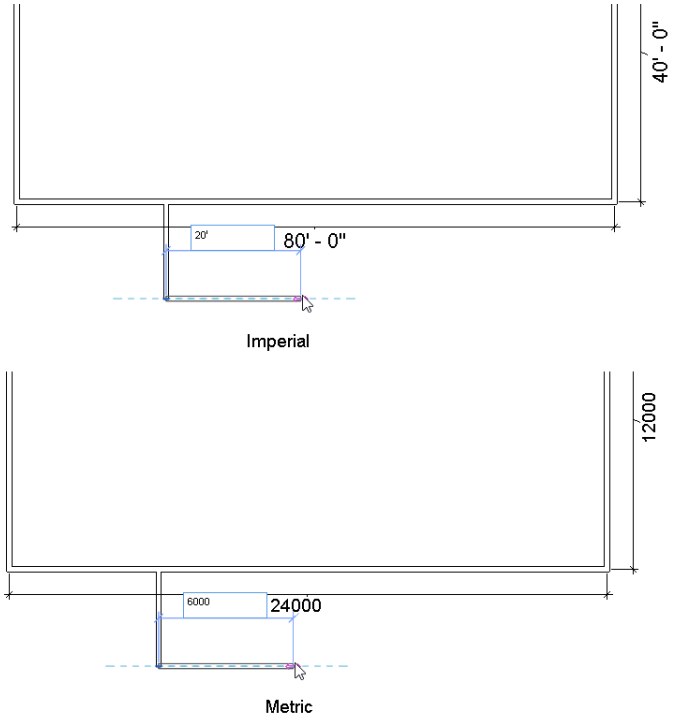

Figure 3-62 *Creating the second exterior wall segment*
4. After drawing the line, the wall starts creating dynamically with one end attached to the specified point and the other end attached to the cursor. Move the cursor horizontally toward the right so that you see a dashed horizontal line inside the wall segment. Now, enter **20'0"** for Imperial or **6000 mm** for Metric as the value of the length; an edit box is displayed with the dimension you have entered, as shown in Figure 3-62.